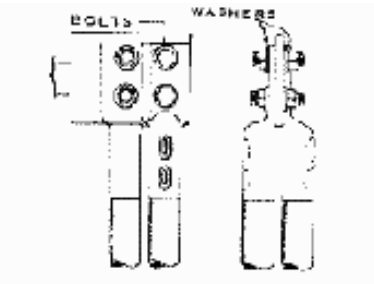

Figure 5
2. *Figure 5 – Compression connections will accommodate two cables with lug greater than 1¾ inch width.*